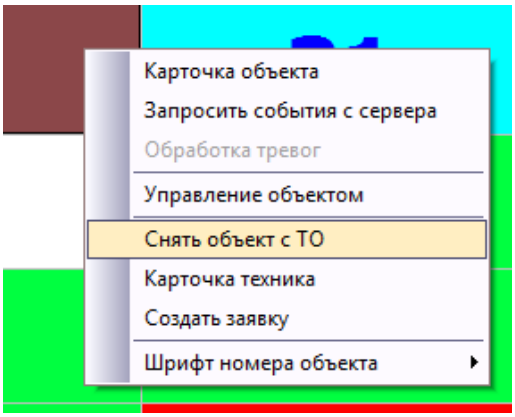

Рисунок 366
3.6 Закладка «Менеджер событий». Цвета состояний ***объекта***). Для объектов, поставленных на тех.обслуживание тревожные события, приходящие в этот момент будут обрабатываться АРМ, как информационные и не будут влиять на изменение статуса объекта до тех пор, пока объект не будет снят с тех.обслуживания командой из контекстного меню «Снять объект с ТО» (Рисунок 366).